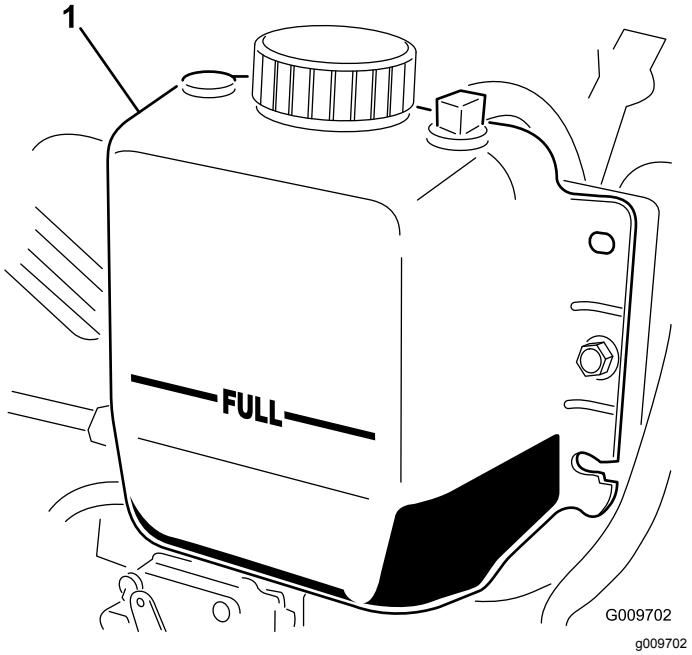

Figuur 15
2. Controleer het koelvloeistofpeil in de radiateur. De radiateur moet worden gevuld tot de bovenkant van de vulbuis, en de expansietank tot de vol-markering (Figuur 15).